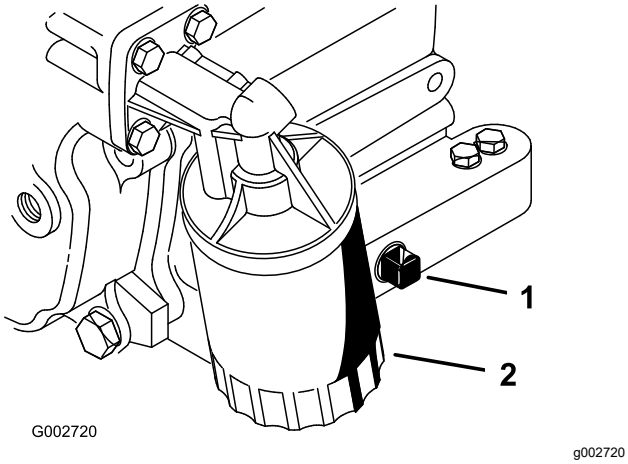

**Figur 26**
2. Ta bort avtappningspluggen (Figur 26) och låt oljan rinna ned i ett avtappningskärl. Sätt tillbaka avtappningspluggen när oljan har slutat rinna.
3. Avlägsna oljefiltret (Figur 26).